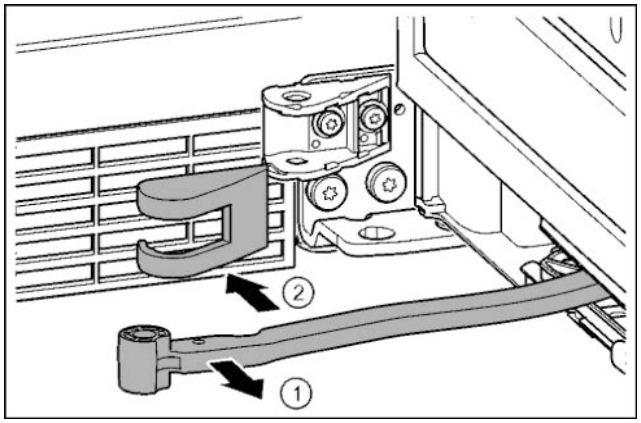

Fig. 19
▶ Повернуть шарнир в направлении двери. *Fig. 19 (1)*
▶ Снять крышку опорного кронштейна. *Fig. 19 (2)*